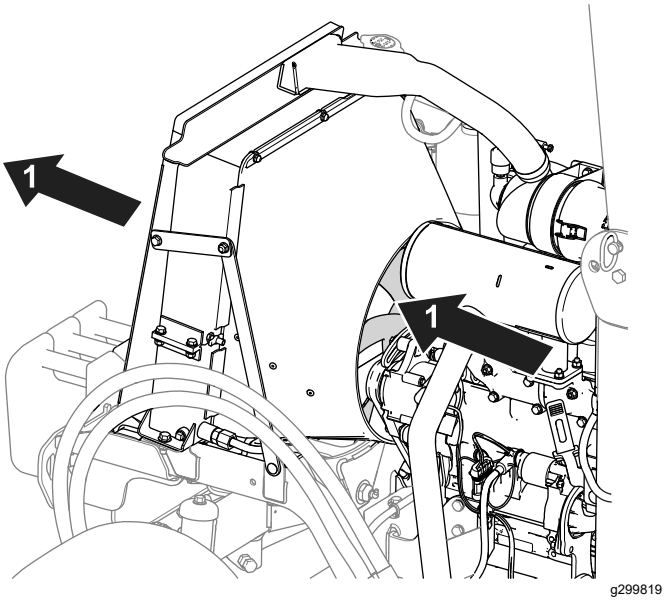

Figura 70
- Utilice aire comprimido para limpiar las aletas del radiador. Dirija el chorro de aire hacia fuera de la máquina (Figura 70).